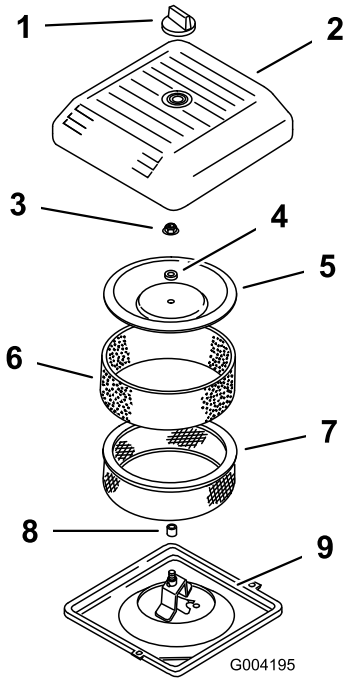

**Figur 43**
3. Skru knappen af, og fjern luftfilterdækslet (Figur 43).
4. Skub forsigtigt skumforfilteret ud af papirindsatsen (Figur 43).
5. Skru dækselmøtrikken af og fjern dækslet, afstandsbøsningen og papirfilteret (Figur 43).
2. Placer luftfilteret på luftfilterfoden (Figur 43).
3. Monter dækslet og afstandsklodsen og fastgør det med dækselmøtrikken (Figur 43). Tilspænd møtrikken til 11 Nm.
4. Monter luftfilterdækslet, og fastgør det med knappen (Figur 43).